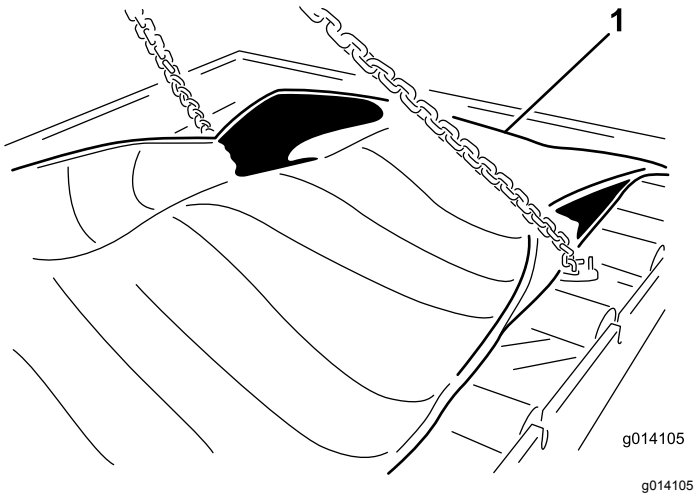

Rysunek 59
23. Wykręć 24 śruby, aby uwolnić wkład (Rysunek 59).